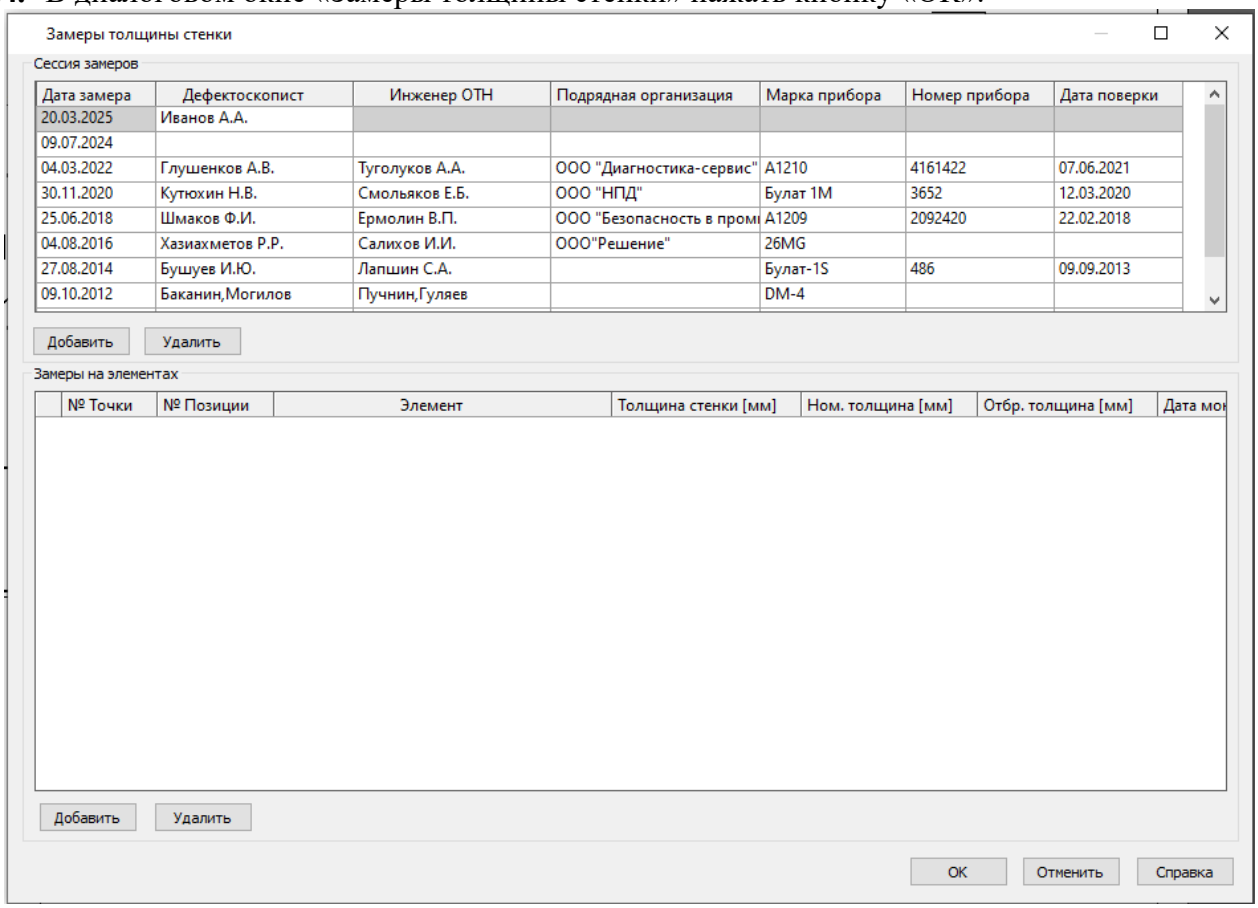

Рис.1.1 – Диалоговое окно «Замеры толщины стенки» с добавленной новой сессией замеров
1.3. В появившемся диалоговом окне «Замеры толщины стенки» в разделе «Сессия замеров» нажать кнопку «Добавить». Строка добавленной сессии замеров по умолчанию окрашена в серый цвет. В появившейся строке заполнить пустые поля (рис.1.1).